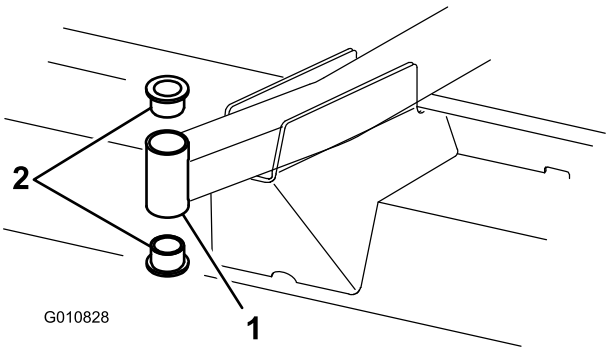

Figure 21
4. Insérez un chasse-goupille dans le haut ou le bas du tube de montage et chassez la bague hors du tube (Figure 21). Chassez ensuite l'autre bague.